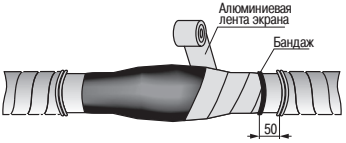

Рисунок 18
4.35 Закрепить алюминиевую ленту экрана на оболочке кабеля бандажом из 2–3 витков стальной оцинкованной проволоки. Алюминиевую ленту экрана, выступающую за бандаж, удалить. Расстояние, оставшееся от среза брони кабеля до торца ленты экрана, должно составлять по 50 мм (рисунок 18).